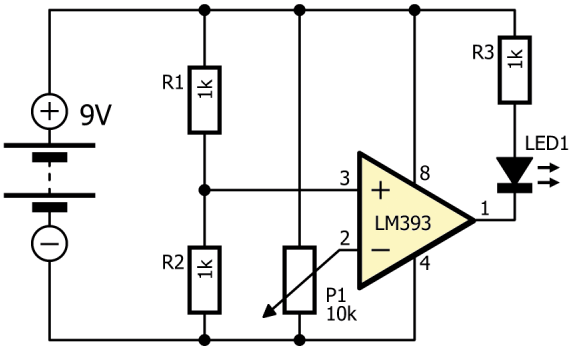

Figure 6.15 A simple voltage comparator circuit.
Circuit diagram: Figure 6.15 shows the circuit diagram of the project.
- Place the components on the breadboard as shown in Figure 6.15 and connect the battery.